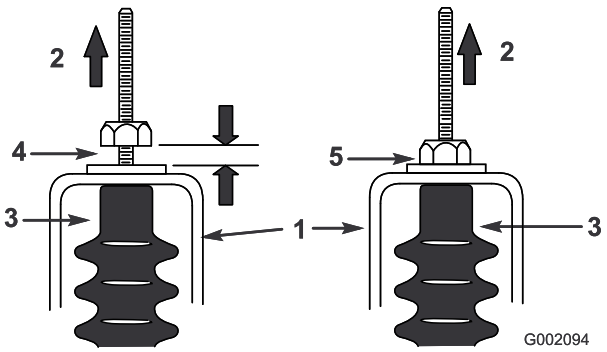

Figura 59
5. Tire hacia arriba de cada cable de cambio y asegúrese de que hay una distancia de 0,76–1,52 mm entre la tuerca/arandela y la pletina de punto muerto (Figura 59).